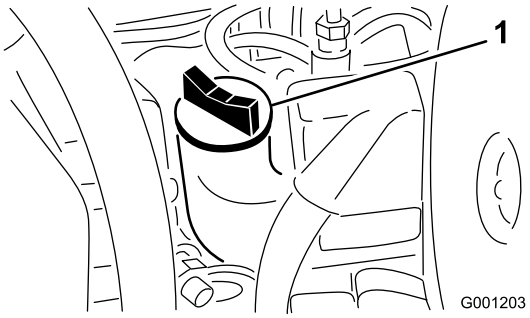

Figur 51
4. Om oljenivån inte når upp till markeringen Full på oljestickan (Figur 51), fyller du på olja tills nivån når upp till markeringen. **Fyll inte på för mycket.**.